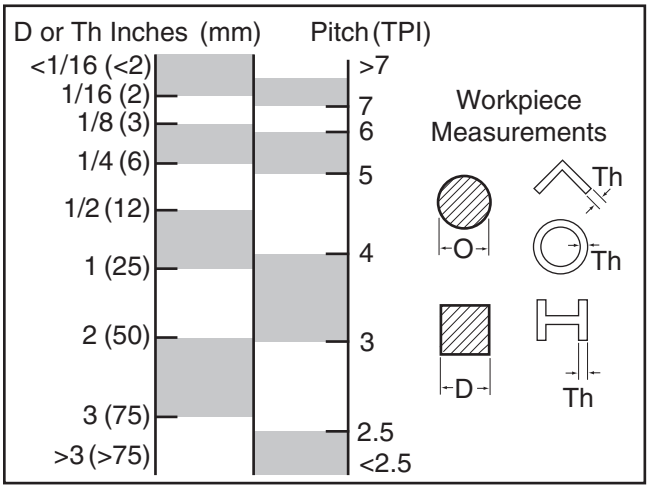

Figure 31. Blade selection chart.
—For solid workpieces, this measurement is length of cut taken from where tooth enters workpiece, sweeps through, and exits workpiece. See (D) on chart in **Figure 31**.
2. Refer to "D or Th" column of blade selection chart in **Figure 31**, and read down to find workpiece thickness you need to cut. Read across to find appropriate Pitch (TPI) for cut. For blade alternatives, see **Accessories** on **Page 27**.